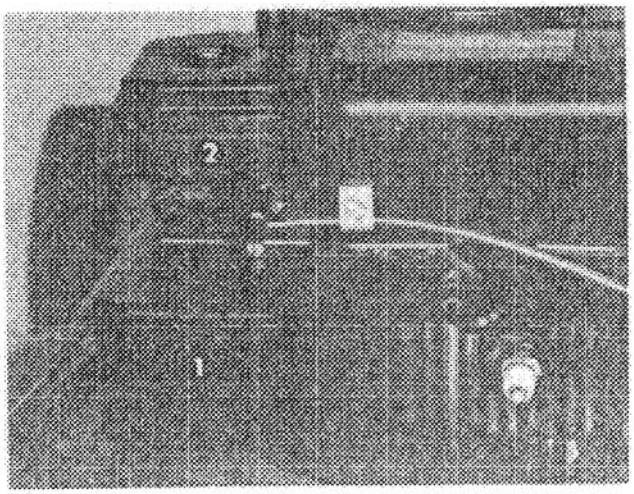

Figure 30
1. Needle Valve (Fig. 30) – Close valve by gently rotating it clockwise.
4. Rotate needle valve (Fig. 30) clockwise, 1/8 turn at a time, until engine starts to lose speed. Let engine react to each 1/8 turn setting.
5. Rotate needle valve (Fig. 30) counterclockwise—out — 1/8 turn at a time, until engine first starts to run rough. Let engine react to each 1/8 turn setting.
6. Rotate needle valve (Fig. 30) clockwise – in – very slowly until engine starts to run smoothly. This setting, under no load, may be slightly rich; however, the slightly rich setting will assure proper operation when engine is under load.
7. Move throttle control backward so engine idles. Rotate idle adjusting screw (Fig. 30) until engine speed is 1750 rpm.